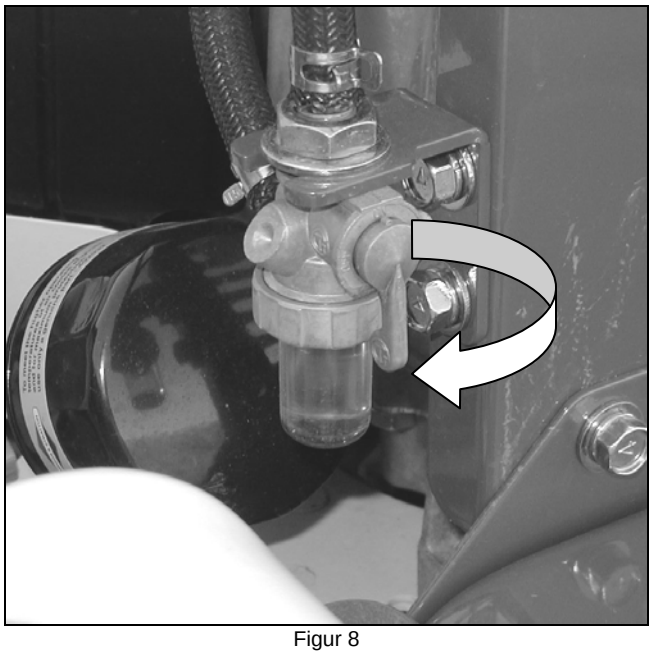

Figur 8
- Bei Nichtgebrauch der Maschine wird der Benzinhahn verschlossen. Drehen Sie den Hebel hierzu zur Seite. Zum Öffnen des Benzinhahns drehen Sie ihn nach unten. (Figur 8).